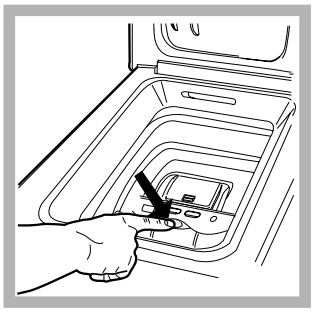

рис. 2
Нажмите кнопку, показанную на *рис. 2*, крышка барабана плавно откроется.
E) ОКОНЧАТЕЛЪНЫЙ ОСТАНОВ БАРАБАНА (рис. 2):